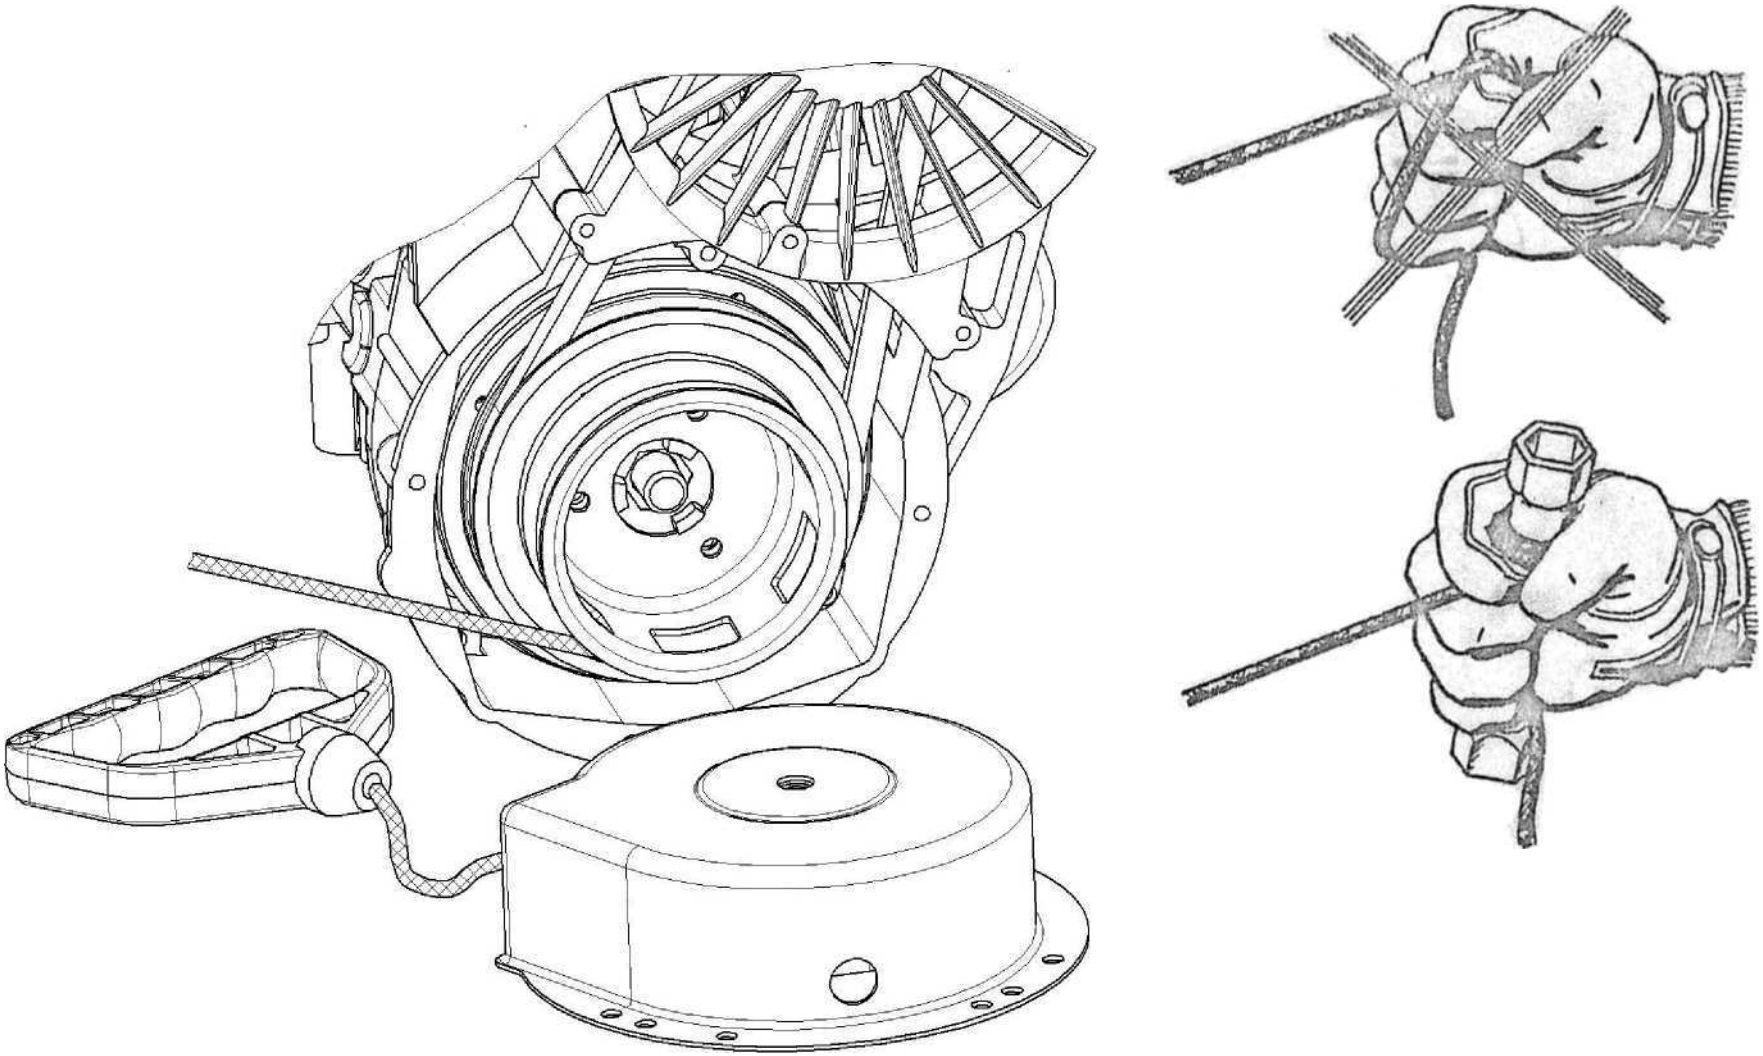

Рисунок 20 - Аварийный запуск двигателя
Снять стартер, закрепить шнур на любой подходящей рукоятке (например, торцевом ключе). Свободный конец шнура намотать вокруг храповика по часовой стрелке и резким энергичным рывком запустить двигатель (рисунок 20).
- наматывать шнур на руку (рисунок 20);